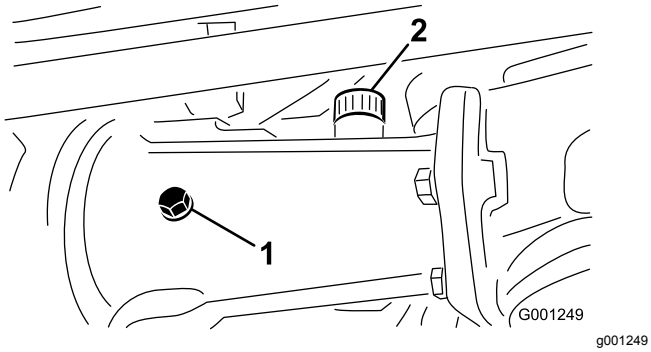
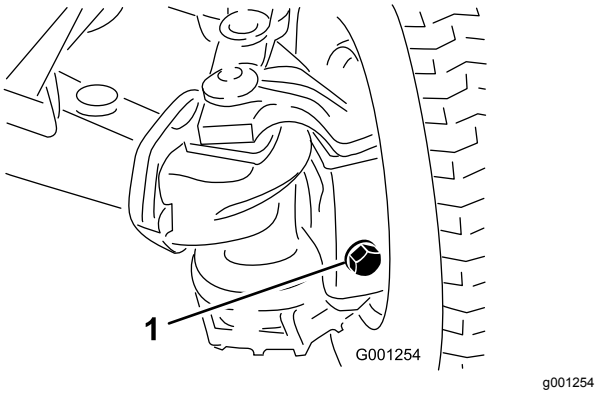

Figur 59
Figur 60
2. Fjern kontrollpluggen fra det midtre akselhuset og akselen og fylle-/kontrollpluggen på hver utvendige akselkasse (Figur 59 og Figur 60).
3. Kontroller at det er olje opp til gjengene nederst på hvert plugghull (Figur 59 og Figur 60).
A. Hvis du fyller det midtre akselhuset, fjerner du fyllepluggen (Figur 59).
B. Fyll på spesifisert olje for bakakselen i akselbeholderen til oljen når opp til bunnen av kontrollplugghullene (Figur 59 og Figur 60).
C. Hvis fjernet fra det midtre akselhuset, påfør PTFE-gjengeforsegling på gjengene på fyllepluggen og monter den i huset (Figur 59).
5. Påfør PTFE-gjengeforsegling på gjengene til kontrollpluggen fra det midtre akselhuset og fylle-/kontrollpluggene fra de to utvendige akselkassene (Figur 59).
6. Monter kontrollpluggen i det midtre akselhuset og fylle-/kontrollpluggene i de to utvendige akselkassene (Figur 59 og Figur 60).
1. Tappeplugg (3)
8. Påfør PTFE-gjengeforsegling på gjengene til kontrollpluggen fra det midtre akselhuset og fylle-/kontrollpluggene fra de to utvendige akselkassene. Se Figur 59 og Figur 60 i Kontrollere oljen i bakakselen (side 52).
9. Monter kontrollpluggen i det midtre akselhuset og fylle-/kontrollpluggene i de to utvendige akselkassene. Se Figur 59 og Figur 60 i Kontrollere oljen i bakakselen (side 52).